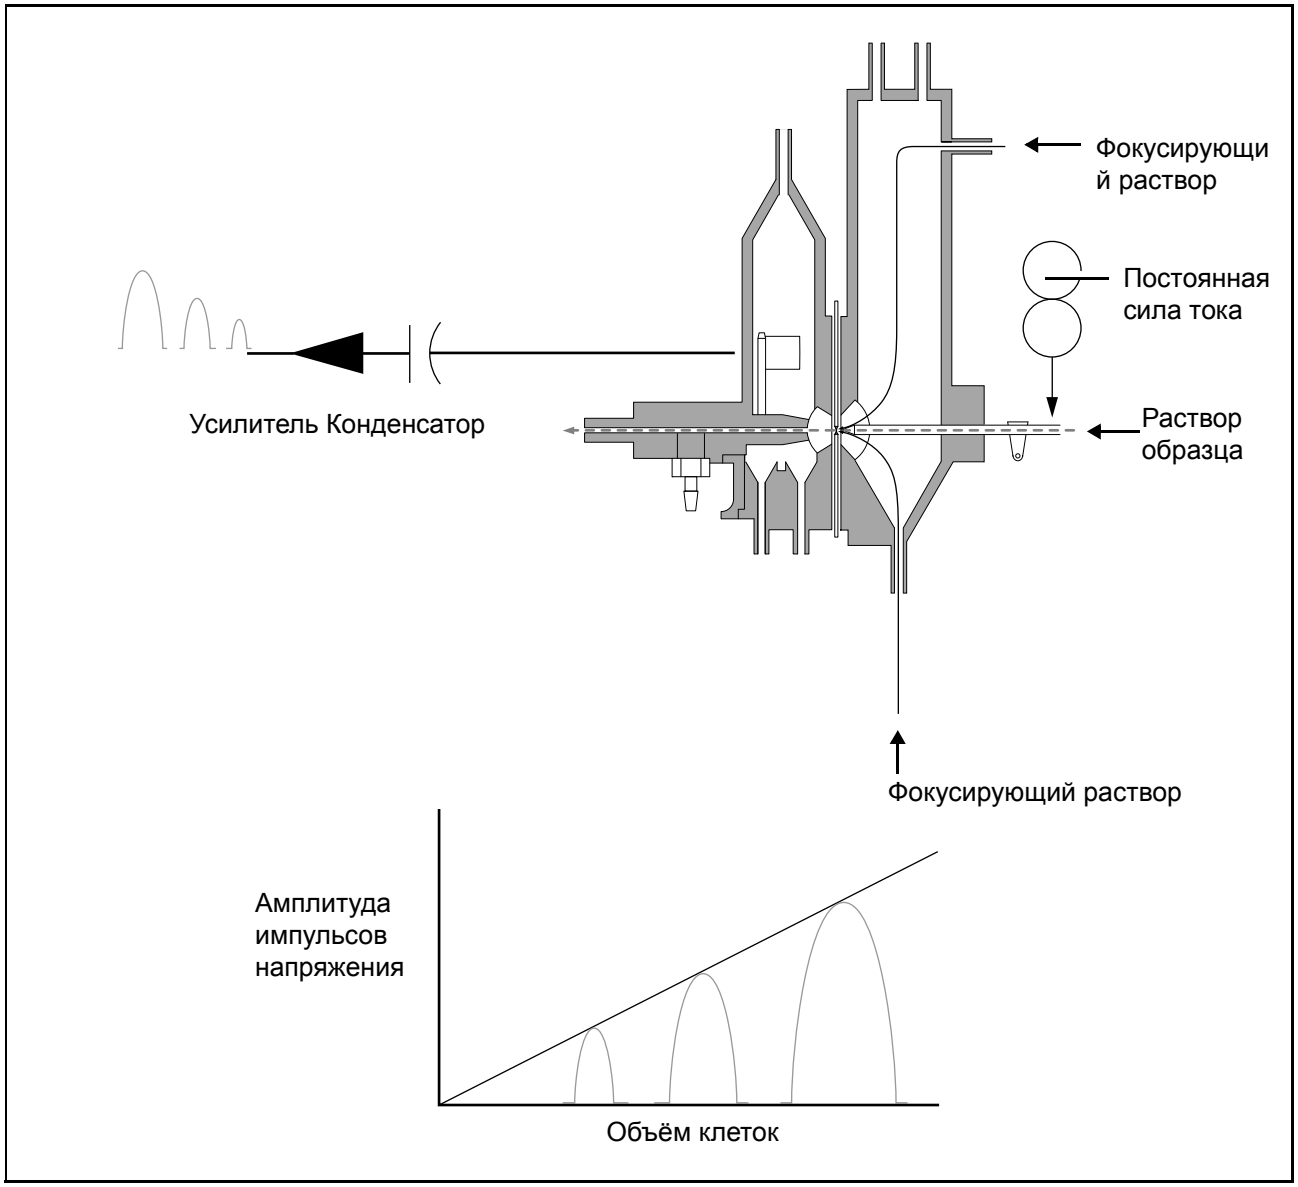

Рисунок 3.10: Процедура измерения импеданса
3. Во время прохождения разведённого образца через апертуру в левую камеру клетки препятствуют прохождению постоянного тока. Возникающие в результате этого импульсы напряжения подсчитываются и анализируются. Этот процесс представлен на Рисунок 3.10.